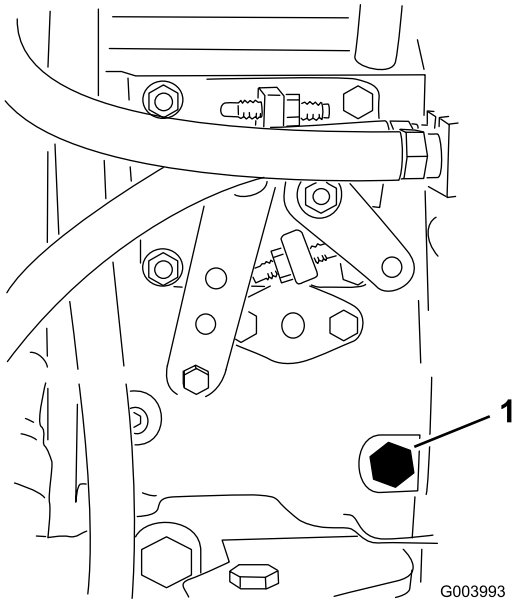

Figur 35
3. Åbn udluftningsskruen på brændstofindsprøjtnings-pumpen (Figur 35) med en 12 mm nøgle.